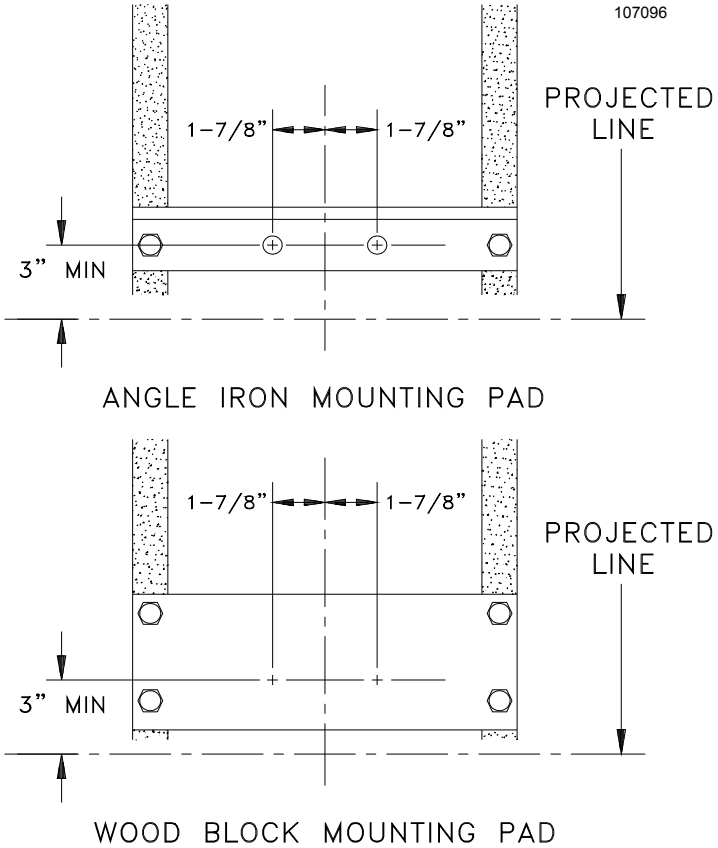

Figure 6
3) Using the projected lines for location, mount a suitable wood block or angle iron, depending on the structure of the building, to the wall above the door opening as shown in Figure 6. Ensure the block or angle iron used will provide a sound and secure mounting pad for the operator rail front mounting bracket, see **CAUTION** warning below.